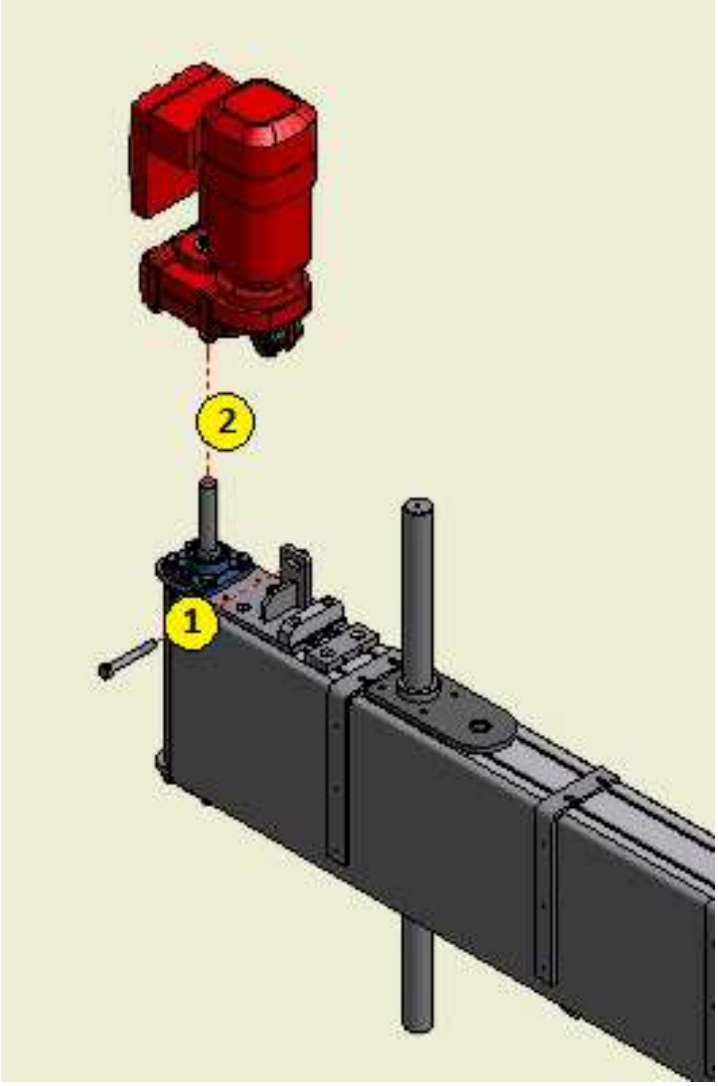

Figura 69: Sostituzione di un motoriduttore.
3. scollegare il motore dalle piastre di ancoraggio sulla macchina, rimuovendo i bulloni corrispondenti (v. rif. 1 Figura 69);
4. scollegare il riduttore dall'asse di trasmissione (v. rif. 2 Figura 69);